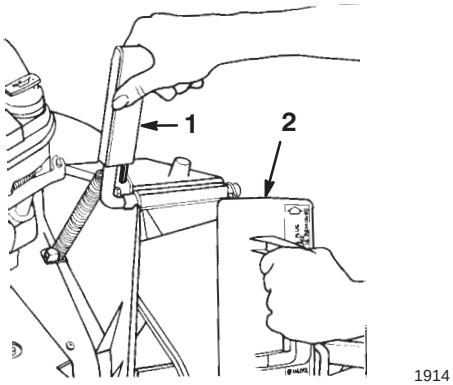

Figure 5
2. Åpne utløpsluken ved å flytte den bakover (fig. 5).
4. Vri pluggen litt mot høyre når du setter den inn (fig. 5).